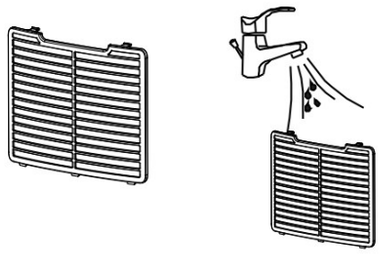

Fig.2
2. Reinigen Sie den Filter vorsichtig mit einem Staubsauger, um Staub zu entfernen. Waschen Sie den Filter bei Bedarf mit warmem Seifenwasser. VERWENDEN SIE KEINEN ALKOHOL, BENZOL ODER ANDERE AGGRESSIVE PRODUKTE (Fig.2).